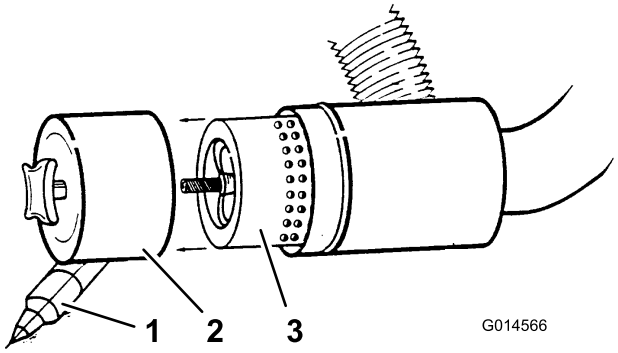

Figur 51
Efterse kun primærluftfilteret, når serviceindikatoren (Figur 51) viser, det er nødvendigt. Hvis du udskifter luftfilteret, før det er nødvendigt, øger du blot risikoen for, at der kommer snavs ind i motoren, når filteret afmonteres.
3. Afmonter, og udskift filteret (Figur 51).